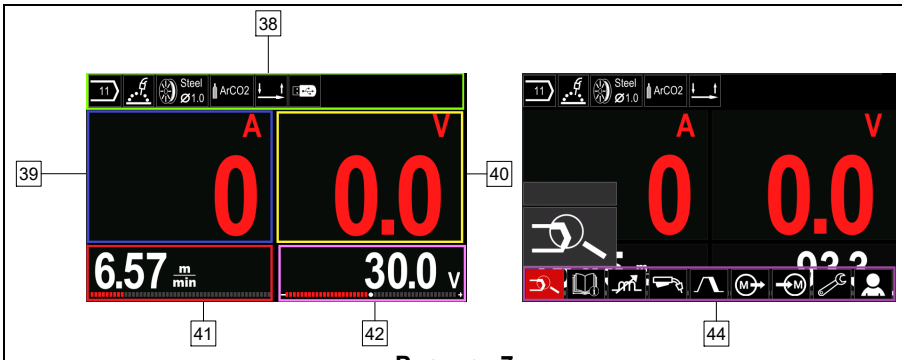
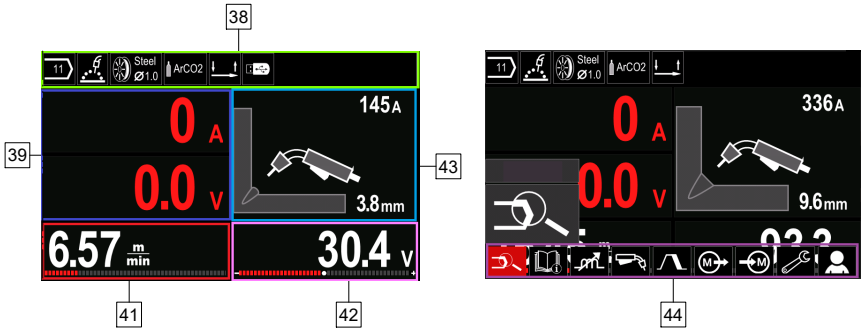

Рисунок 7.
Рисунок 8.
- Стандартный вид (рисунок 7)
- PRO вид (рисунок 8)
- Выберите один из вариантов (Стандартный - Рисунок 7 или PRO - Рисунок 8).